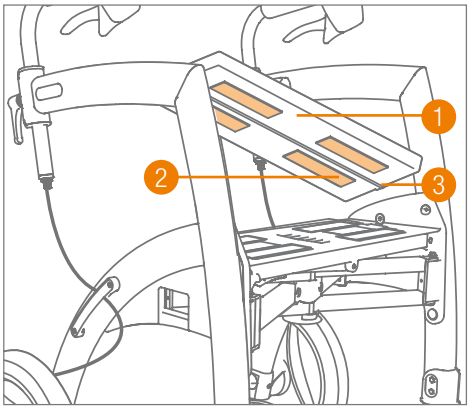

Figure 55: Removing the seat cushion from the rollator.
a. Pull the Velcro on the cover of the cushion off from the seat **(Figure 55)**.